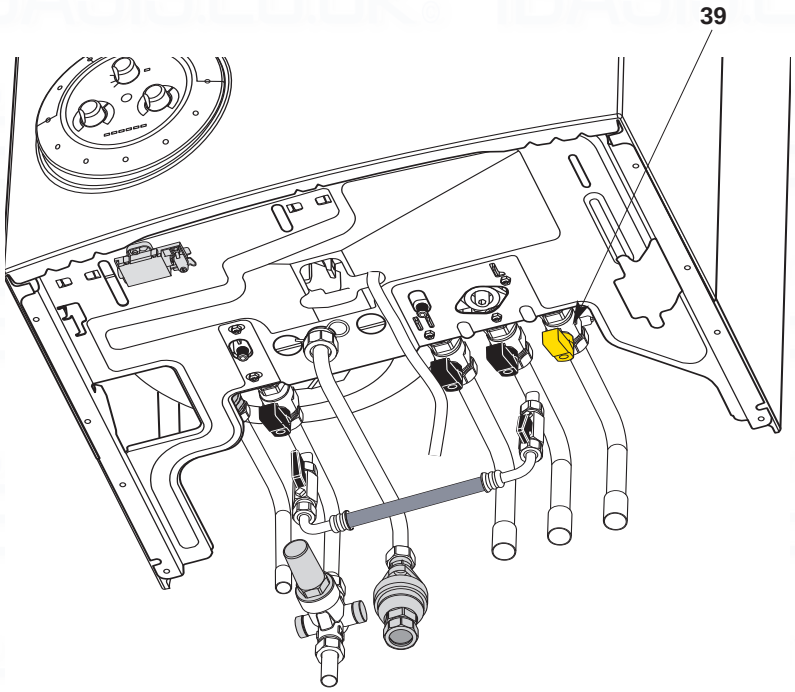

FIG. 3.3
2. Check that the gas service tap **39 (Fig. 3.3)** is opened **(Figs. 3.1 and 3.2)** and that the mains power is on, the green indicator **29** will light.